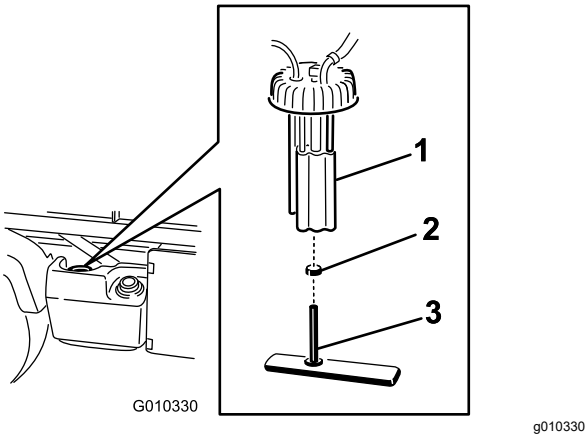

Figur 48
2. Koppla bort kablagekontakterna från bränslepumpen (Figur 48).
3. Lossa slangklämman och koppla bort bränsleledningen från locket till bränslepumpen (Figur 48).
4. Ta bort locket till bränslepumpen längst upp på bränsletanken (Figur 48).
5. Ta bort bränslepumpen och bränslefiltret från tanken (Figur 48).
7. Ta bort slangen från fästet (Figur 48).